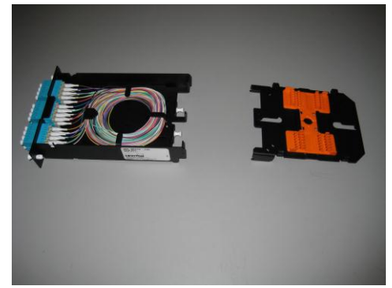

Figure 5
3.8 Place the splice deck and base with the rear of both facing each other. (See Figure 5) When terminating the 12-fiber Opt-X Splice Module, place the splice deck approximately 9 inches to the rear and parallel with the base. For the 24-fiber Opt-X Splice Module, place the splice deck approximately 4 inches to the rear.
4.1 Secure the incoming cable on the bottom of the splice module base. (See Figure 5)